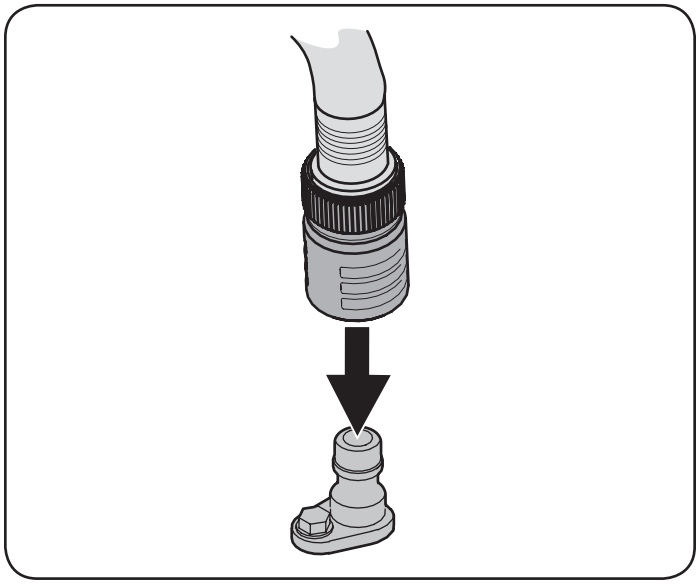

Figura 16
44. Una el acople de la manguera al puerto de agua que se encuentra en la superficie de la plataforma. Vea la Figura 16.